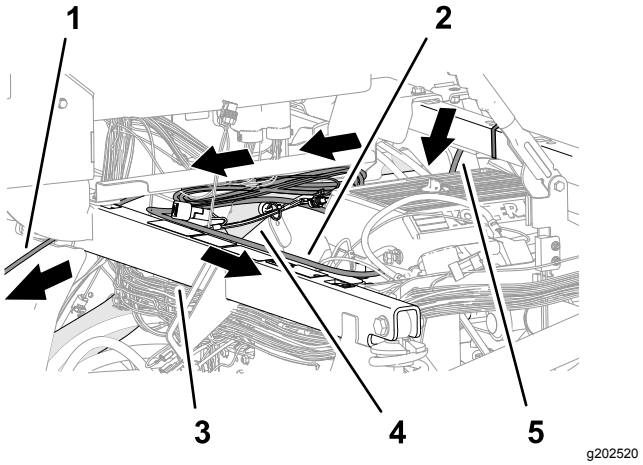

Figur 203
5. Trekk dataledningssatsen og batteriledningssatsen på tvers av tverrbjelken for setestøtten, og fest den 390 cm lange forgreningen av dataledningssatsen til tverrbjelken med to kabelfester (Figur 201 og Figur 203).
6. Trekk den 220 cm lange forgreningen av batteriledningssatsen langs det høyre, øvre rammerøret (Figur 203).
7. Trekk den 220 cm lange forgreningen av batteriledningssatsen på tvers av støtdemperrøret mot batteriet (Figur 203).
8. Trekk den 220 cm lange forgrening av dataledningssatsen (ledningssatsforgreningen med kontakt med 26 sokler) under kontrollkonsollen og frem mot instrumentpanelet (Figur 203).